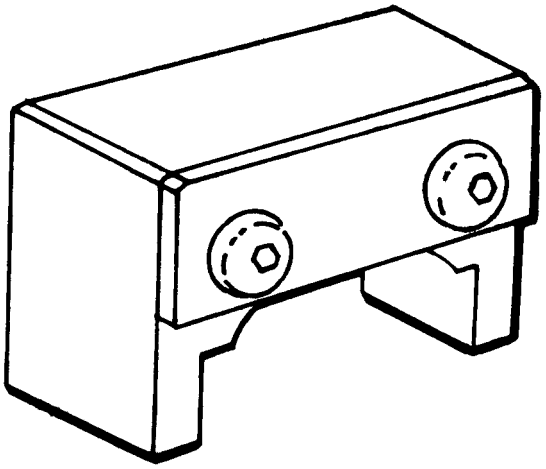

Figure 16. 6796618 Reduction Gear to Power Section Strut Assembly Bolt Holder
ae. Install clevis bolt nuts (10) and using 6796618 reduction gear power section strut assembly bolt holder, (figure 16) prevent bolt from turning. Torque nuts to 420–600 lb in. (QA)